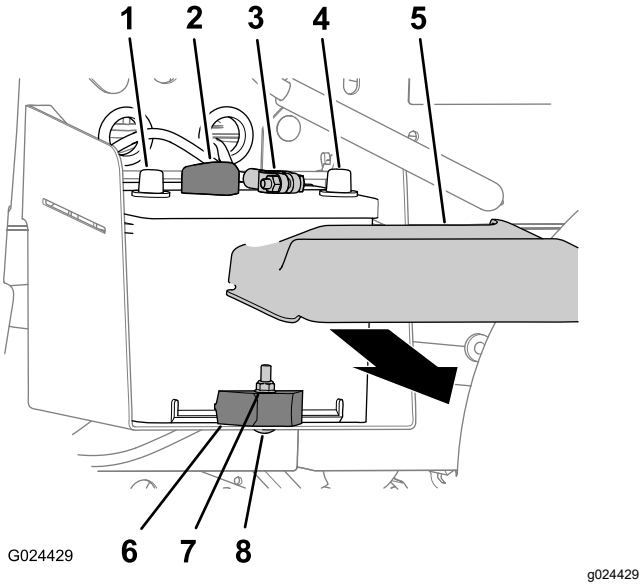

Figur 49
1. Klem siderne af batteridækslet sammen, og afmonter dækslet fra toppen af batteriet (Figur 49).
2. Kobl det negative batterikabel fra batteripolen (Figur 49).
3. Kobl det positive batterikabel fra batteripolen (Figur 49).
2. Afmonter låsemøtrikken, bræddebolten og batteriklemmen, der fastgør batteriet til batteribakken (Figur 49).
3. Tag batteriet ud af batteribakken (Figur 49).
1. Ret batterierne ind efter maskinens batteribakke (Figur 49).
Bemærk: Sørg for, at batteriets positive og negative poler er justeret som vist i Figur 49.
2. Fastgør batteriet til batteribakken med batteriklemmen, bræddebolten og låsemøtrikken (Figur 49).
1. Slut det positive batterikabel til batteriets pol (Figur 49).
2. Slut det negative batterikabel til batteriets pol (Figur 49).
3. Monter batteridækslet på toppen af batteriet (Figur 49).